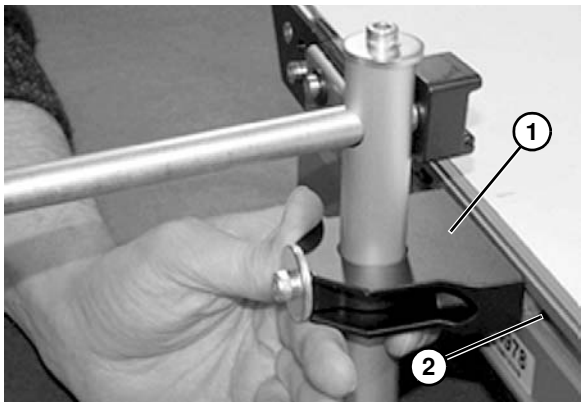

Figure 19
1. Placer les supports de guidage **(Figure 19, élément 1)** dans les rainures en T du convoyeur **(Figure 19, élément 2)**.